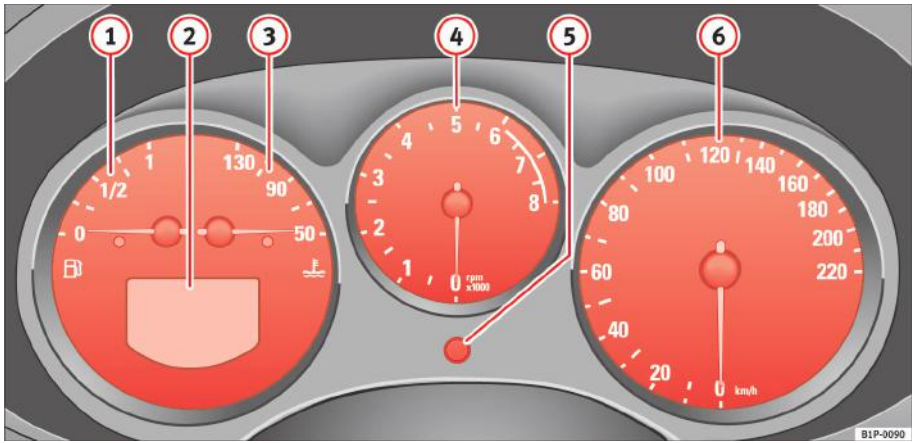

Fig. 32 Imagine detaliată a panoului de instrumente: Panoul de instrumente
Începutul zonei roşii ⇒ pagina 59, fig. 32 (4) indică turația maximă a motorului la temperatura de funcționare. Totuşi, este recomandabil să selectați o treaptă de viteză superioară, să deplasați maneta selectorului în poziția D sau să eliberați pedala de accelerație înainte ca acul să ajungă în zona roşie.
– Pentru setarea orei, rotiți butonul de reglare ⇒ pagina 59, fig. 32 (5) spre stânga până la capătul cursei. Dacă butonul este rotit scurt spre stânga, ceasul va trece cu o oră înainte.
Contorul din partea dreaptă înregistrează distanţa parcursă în călătorie. Ultima cifră indică trepte de 100 metri. Contorul de parcurs parţial poate fi resetat prin intermediul butonului de resetare ⇒ pagina 59, fig. 32 (5).